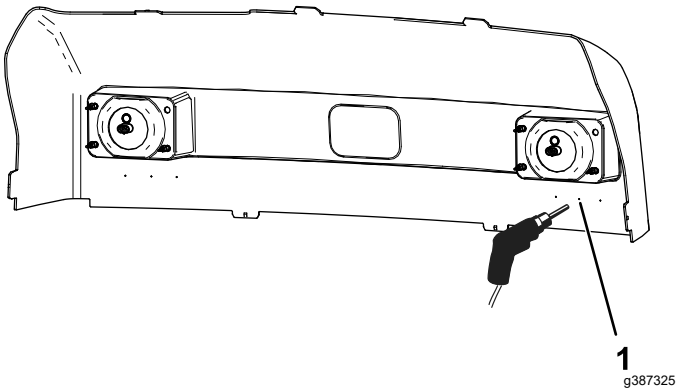

Bild 2
1. Suchen Sie auf der Innenseite der Motorhaube die drei Punkte unter jedem Scheinwerfer und suchen Sie den mittleren Punkt, wie in Bild 2 dargestellt.